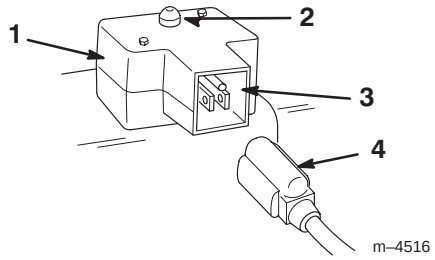

Figure 18
- **Electric Starter** (Fig. 18)—Push the starter button to start the engine.
- **Power Cord** (Fig. 18)—Connect the power cord to the electric starter and to an electrical outlet when starting the engine.
A. Connect the power cord to the snowthrower (Fig. 18) and to a standard household power outlet.